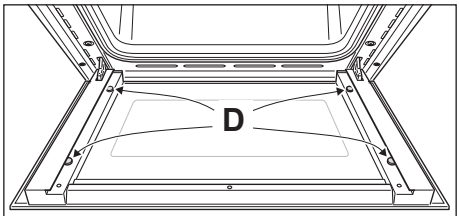

Fig. 9.15a
IMPORTANT: It is advisable, while removing the glass, to keep pressed in position the four rubber pads "**D**" (fig. 9.15a), by a finger, to avoid breakage or slippage of the rubber pads themselves.
- Check that the four rubber pads are in place ("**D**" in fig. 9.15a).